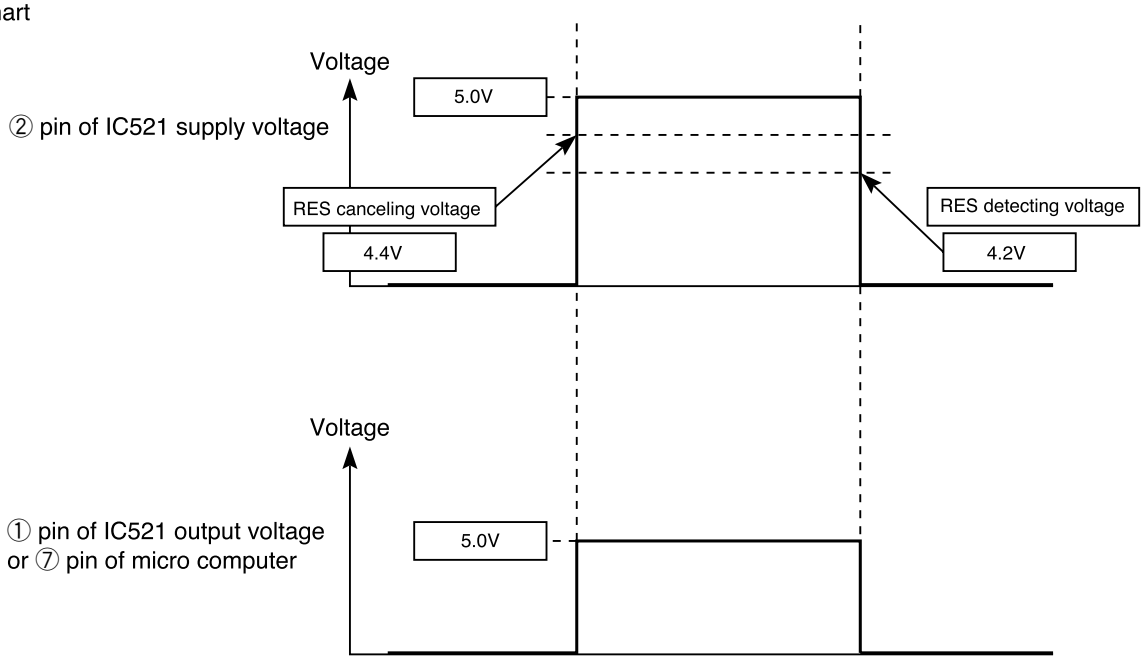

Fig.1-2
- Micro computer operates when ⑦ pin of the indoor unit micro computer (reset input) is "Lo" for resetting and "Hi" for hitting.
- Waveform of each part when switching ON the power and when shutting down is shown in the Fig. 1-2.
- After switching ON the power, ① pin of IC521 and ⑦ pin of micro computer becomes Hi when DC5V line rises and reaches approximately 4.4V or higher.